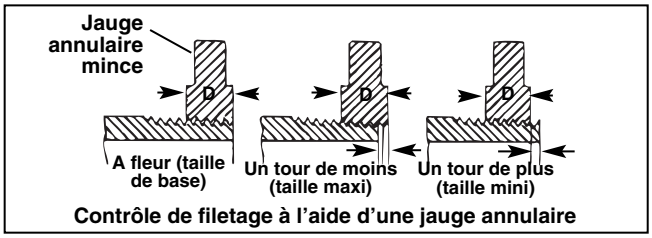

Figure 16 – Contrôle de filetage
3. Vérifiez la conformité du filetage. La méthode préférée consiste à utiliser une jauge annulaire. Il existe plusieurs types de jauge annulaire dont l'utilisation risque de différer de celle indiquée à la *Figure 16.*